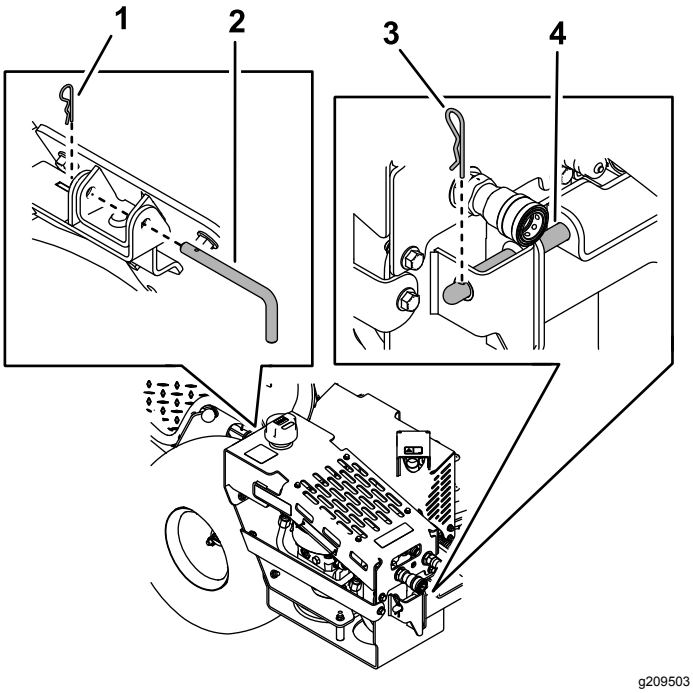

Figura 9
5. Retire el pasador de horquilla y el pasador de enganche de la parte trasera del conjunto (Figura 9).
6. Retire el pasador de horquilla grande del pasador de montaje de la parte delantera del conjunto (Figura 9).